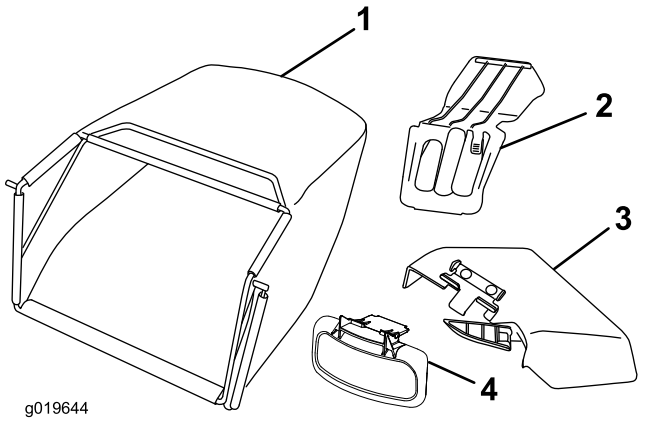

Figur 11
5. Flyt gashåndtaget til positionen Fast (hurtig) når motoren starter (Figur 11).